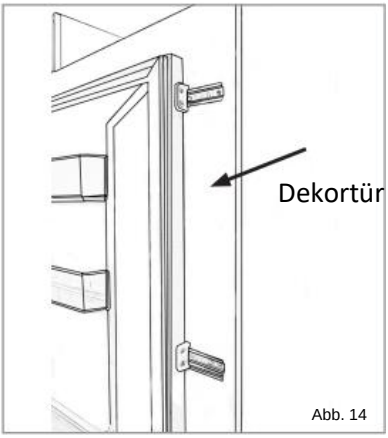

Abb. 14
- Die fertige Ansicht der Türschieber sollte denen in der Abbildung 14 ähnlich sein, die 2 montierte Schieberegler zeigt.